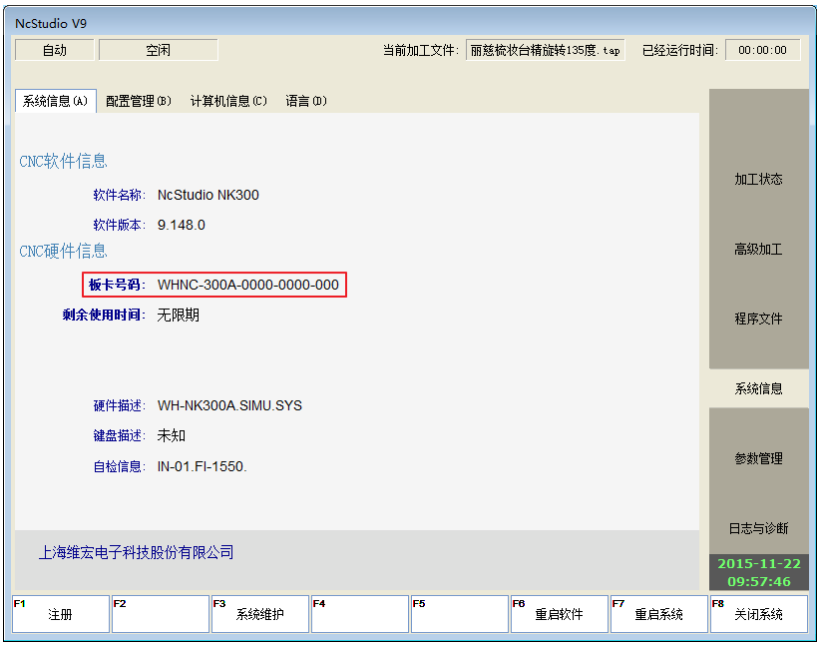
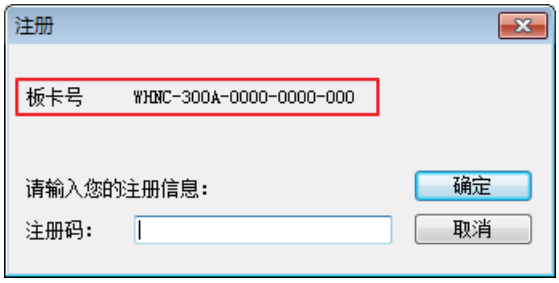

图 3-76 板卡号码显示 1
图 3-77 板卡号码显示 2
(1) 在【系统信息】功能区中【系统信息】子画面查看软件当前板卡号码，如图 3-76 所示。在当前界面按 F1 选择“注册”，在弹出的对话框内也会显示板卡号码，如图 3-77 所示。